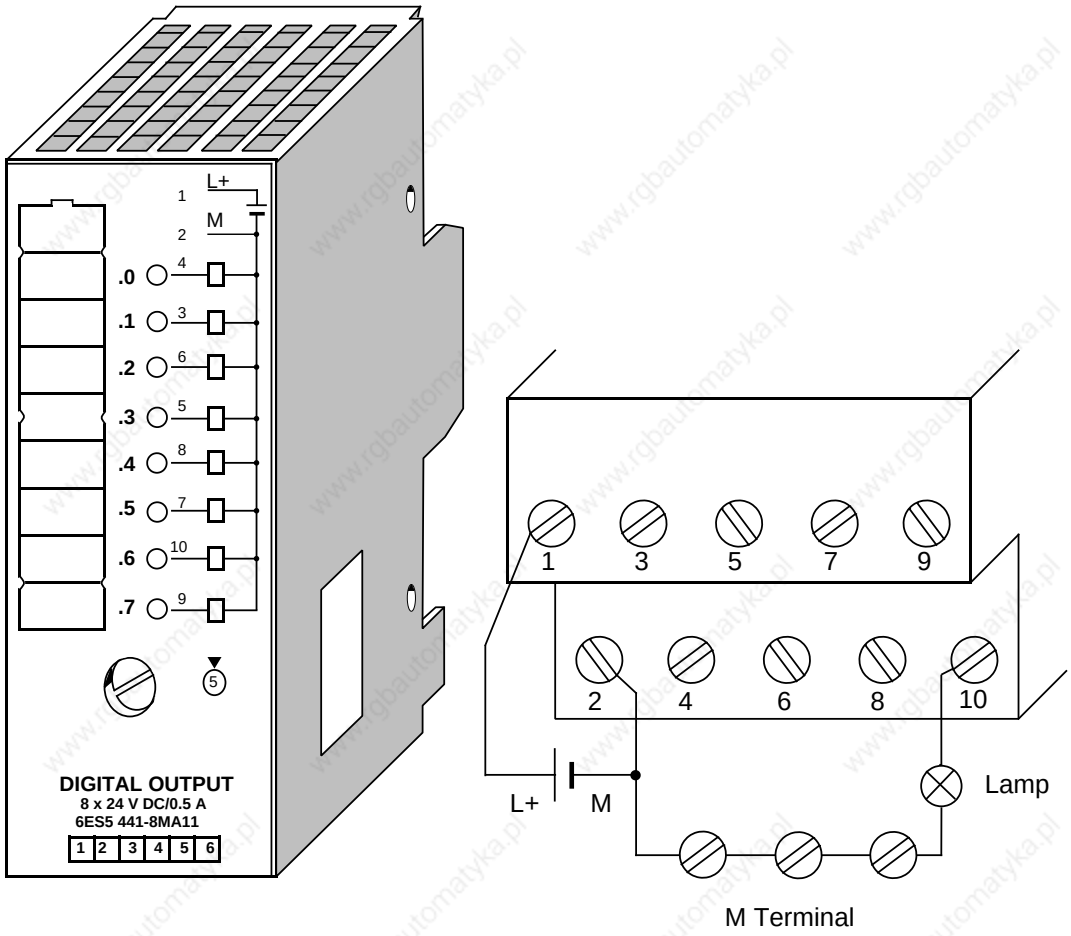

**Figure 3-15. Connecting a Lamp to Channel 6**
**Example:** Connecting a lamp to channel 6 (address output Q 5.6) on an output module in slot 5 (see Figure 3-15)